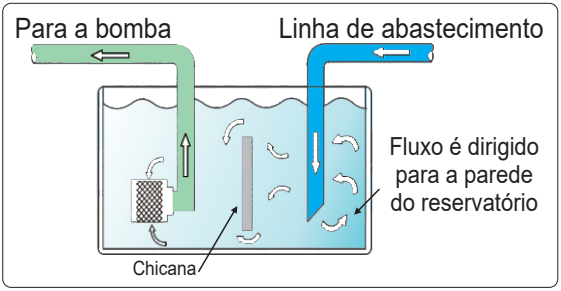

Figura 3
8.13 O ponto de captação de água para o pressurizador deve ficar o mais afastado possível da tubulação de abastecimento do reservatório, evitando assim, a sucção de bolhas de ar. Não havendo essa possibilidade, pode-se instalar chicanas no reservatório (ver figura 3).